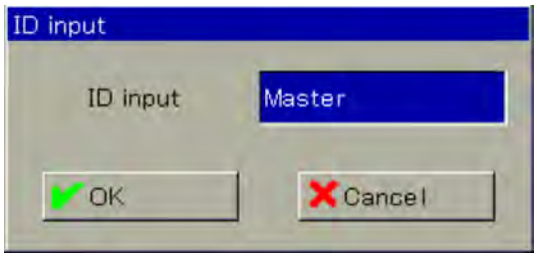

Fig. 96: User login
2. If you are using the demo version of Ecolab PC Setup, enter the user ID "Demo" and confirm with "OK". (See Fig. 96 .)